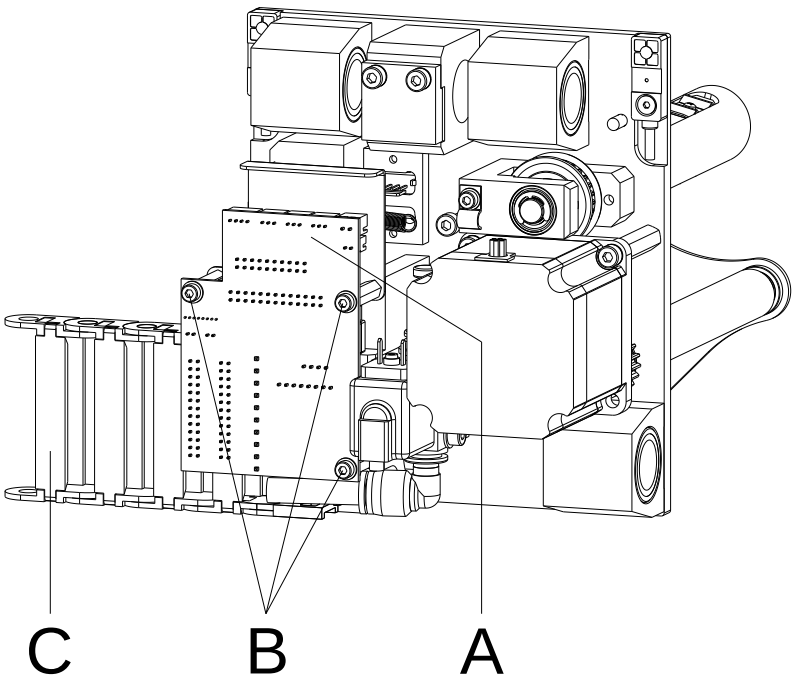

Abbildung 31
2. Energiekette schließen. Dazu die Öffnungsstege (C, Abbildung 31) wieder zuclipsen
4. Schlittenplatine (A, Abbildung 31) platzieren und mit drei Schrauben (B, Abbildung 31) befestigen.